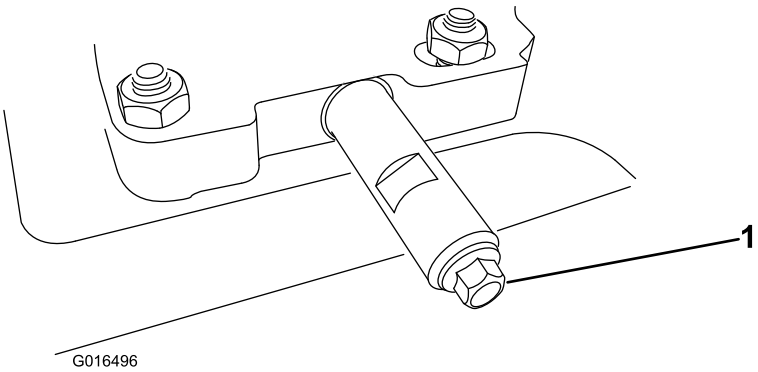

Rysunek 47
1. Wyczyść obszar wokół korka spustowego oleju (Rysunek 47).